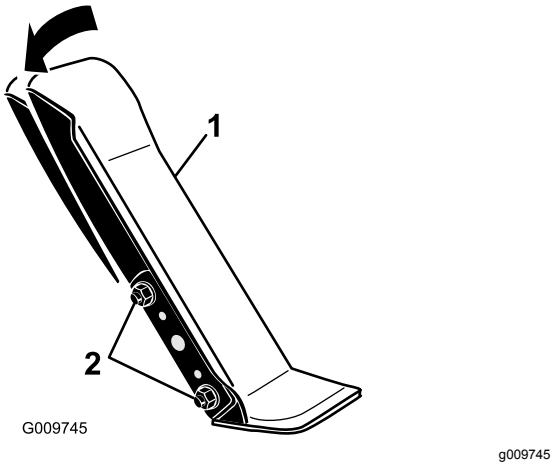

Figuur 66
1. Draai de 2 bouten en moeren los waarmee de linkerzijde van het tractiepedaal aan de beugel is bevestigd (Figuur 66).
2. Draai het pedaal naar de gewenste hoek en draai de moeren vast (Figuur 66).